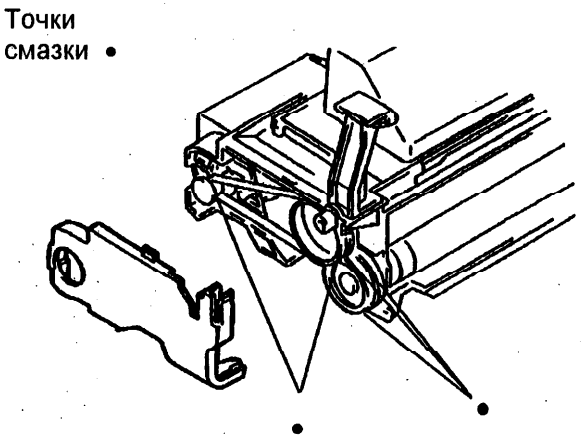

Рис. 1. Узел проявления
5. Смажьте шкивы привода узла проявления силиконовой смазкой, номер по каталогу 070P00027 (Рис. 1).
6. Смажьте шестерни маслом, номер по каталогу 070P00095 (USO) или 600T90393 (RX) (Рис. 1).